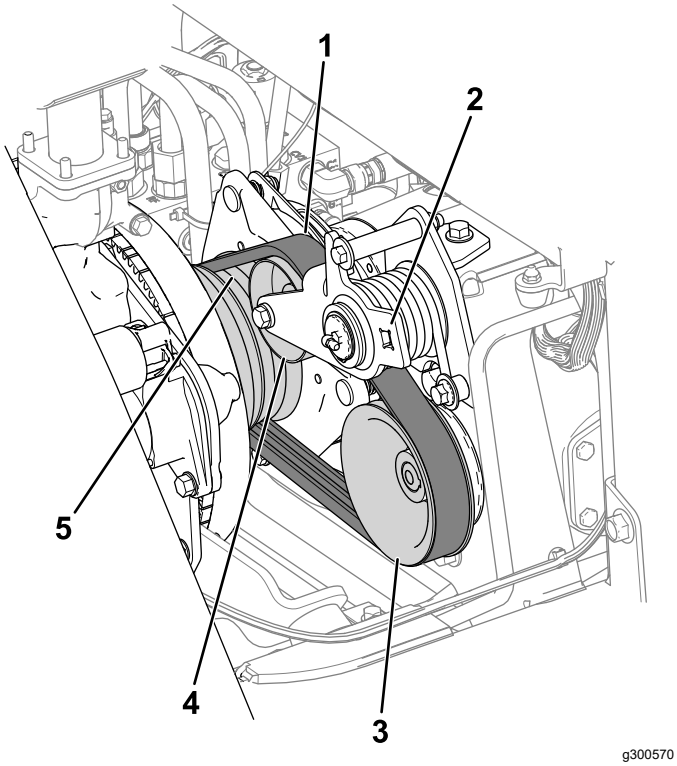

Figur 75
3. Dra remmen på motorremskivan, mellanremskivan och pumpremskivan (Figur 75).